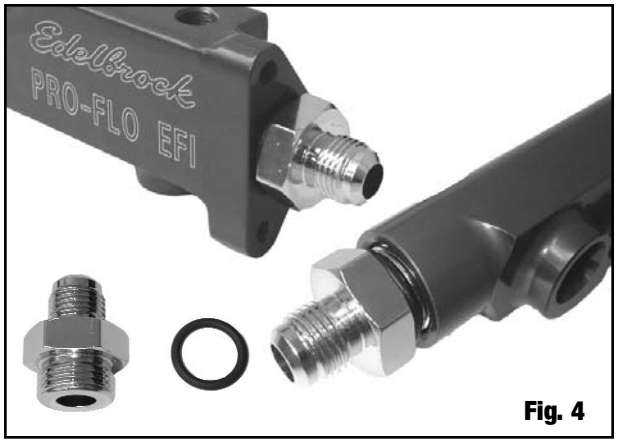

Fig. 4
1. The Edelbrock Honda/Acura Fuel Rails are equipped with -8 AN, o-ring threads at each end of the rail. Each end of the rail requires the use of a -8 AN, o-ring sealed fitting ***(For examples, see Fig. 4).*** Use a light coat of lubricant on the o-rings and threads of the fittings you use. A remote mounted fuel pressure regulator must be used with this setup.
2. The Edelbrock Honda/Acura Fuel Rails are equipped with two (2) 1/8" NPT ports on the top of the fuel rail. These can be used for a nitrous system fuel supply, or for a fuel pressure gauge sender. Use a small amount of fuel system safe liquid Teflon or pipe sealant on the threads of your fittings when threading them into the Edelbrock Fuel Rail. Make sure to let any pipe sealant or liquid Teflon fully cure before running fuel through the fuel rail.